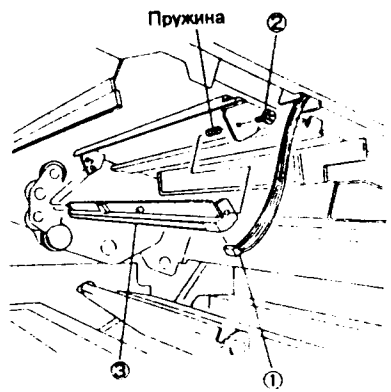

Рис. 1 NZM-0102
5. (Рис. 1): Снимите узел ISIL.
①. Отсоедините P/J200.
②. Отверните винт.